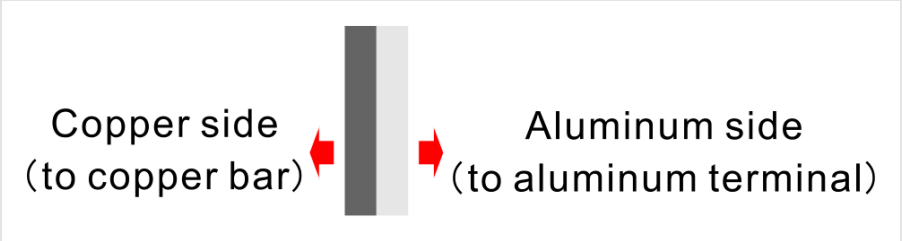

FIGURE 4-40 Copper side to the bus bar, aluminum side to the lug
- With a copper-aluminum transition plate, put the aluminum face against the aluminum lug and the copper face against the copper bus bar (Figure 4-40).